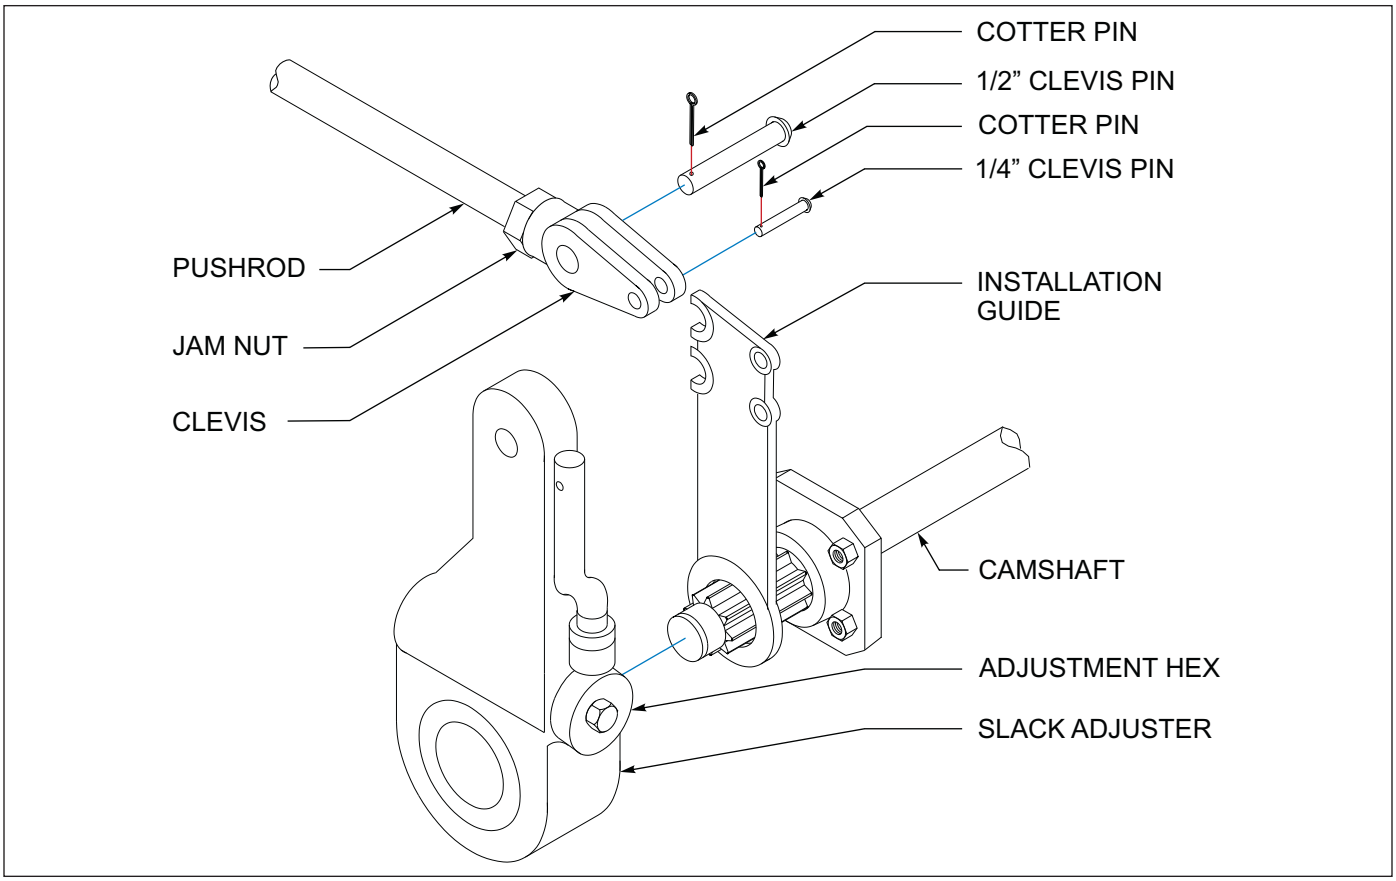

Figure 4-12: Slack Adjuster
4. Disconnect the slack adjuster from the connecting rod by removing the clevis pin (***See Figure 4-12***.)
4. Remount the brake chamber on the axle brackets and reconnect the air service hoses and the slack adjuster connecting rod (***See Figure 4-12***.)
2. Check that the push rod is fully retracted, apply air to release spring brake (***See Figure 4-12***.)